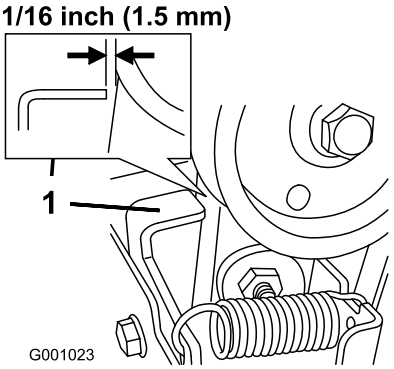

Figur 39
3. Ha matarskruvs-/impellerreglaget urkopplat och kontrollera att mellanrummet mellan matarskruvskopplingen och tappen är 1,5 mm (Figur 39).